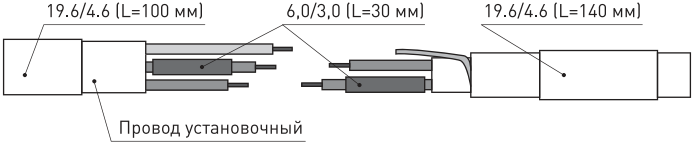

Рисунок 5
5.1.7 На токопроводящую жилу кабеля длиной 45 мм надеть термоусадочную трубку 6,0/3,0 длиной 30 мм, а на сам кабель надеть термоусадочную трубку 19.6/4.6 длиной 140 мм (рисунок 5).